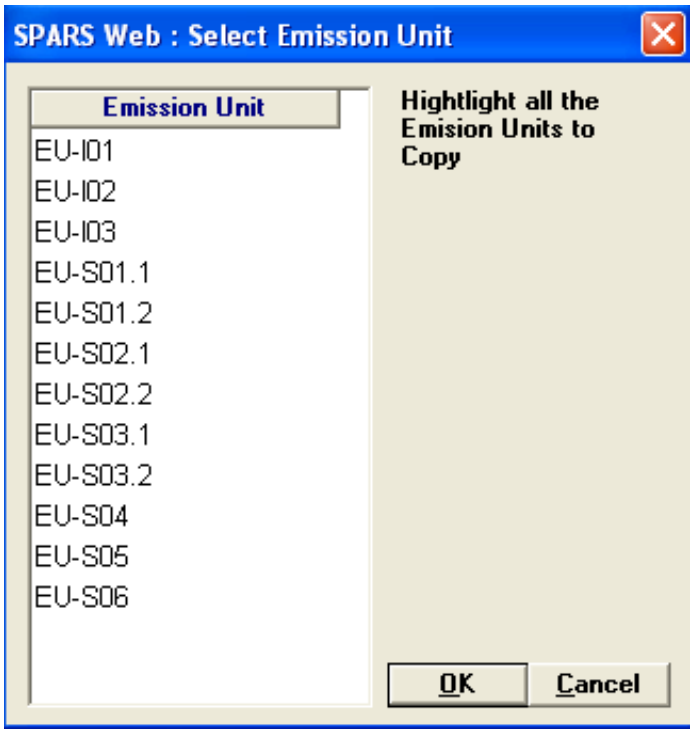

Figure 9.23 – Emission Unit List
3. A popup window will appear with a list of emission units (see Figure 9.23). Select one or more units connected to the emission point in question and click the **OK** button.